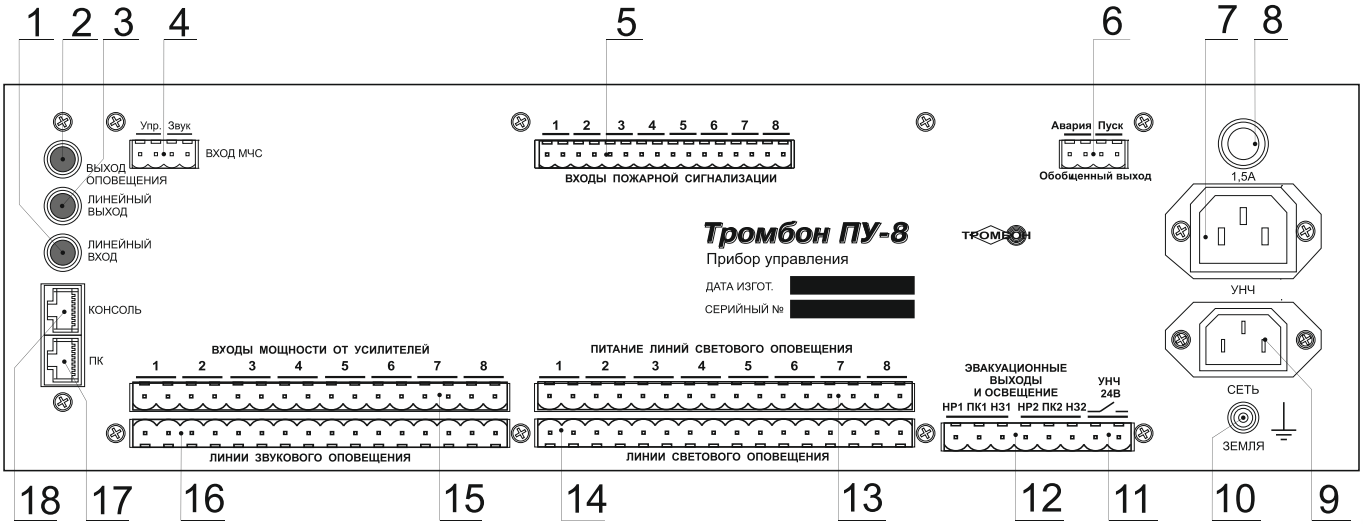

Рис. 2. Прибор управления «Тромбон ПУ-8», вид со стороны задней панели.
Прибор «Тромбон ПУ-8» имеет 8 входов пожарной сигнализации (рис. 2, поз. 5) для подключения к выходам ППКП (прибора приемного контрольного пожарного). Выходы ППКП могут быть релейным или типа «открытый коллектор».
5.4.2. Цифровое подключение к сопряженной комплексной системе безопасности через последовательный порт «ПК» с интерфейсом RS485 (рис. 2 поз. 17). Подключение выполняется кабелем «Витая пара». Назначение контактов последовательного порта «ПК» приведено в Приложении 3.
Прибор имеет специальный «ВХОД МЧС» (рис. 2, поз. 4). Вход предназначен для стыковки с блоком централизованного запуска системы оповещения МЧС (БЦЗ системы П-166 или аналогичными). Вход выполнен в виде 4-х контактного разъема. Контакты «Упр.» данного разъема – это логический вход
Для подключения удаленных консолей предназначен специальный порт «КОНСОЛЬ» (рис. 2, поз. 18). Порт выполнен в виде 8 - контактного разъема типа RJ45. К нему можно подключать до 8-и адресных удаленные консоли типа «Тромбон УК».
- Разъем «ЛИНЕЙНЫЙ ВХОД» (рис. 2, поз. 1) предназначен для подключения к прибору источника музыкальных программ. Вход стереофонический, используется только в режиме звукового вещания. Максимальное входное напряжение сигнала на данном входе – 250 мВ.
- Разъем «ВЫХОД ОПОВЕЩЕНИЯ» (рис. 2, поз. 2) предназначен для подключения звуковых сигналов от прибора к входу «Оповещения» усилителя мощности. Сопротивление входа усилителя должно быть не менее 600 Ом. Максимальное напряжение звукового сигнала на данном выходе прибора – не более 250 мВ. Схема подключения к усилителю мощности приведена в Приложении 6.
- Разъем «ЛИНЕЙНЫЙ ВЫХОД» (рис. 2, поз. 3) предназначен для подключения стереофонических звуковых сигналов от прибора к входам усилителей мощности. Выход используется при необходимости реализации на объекте стереофонического вещания, например, для озвучивания кафе. Напряжение звукового сигнала на данном выходе не более 250 мВ.
- Разъем «ЛИНИИ ЗВУКОВОГО ОПОВЕЩЕНИЯ» (рис. 2, поз. 16) предназначен для подключения линий связи со звуковыми оповещателями. Всего прибор имеет выходы для подключения восьми линий связи со звуковыми оповещателями с обеспечением контроля исправности. Контроль исправности может быть отключен программно. Схема подключения линий звукового оповещения к прибору управления «Тромбон ПУ-8» приведена в Приложении 6.
- Разъем «ВХОД МОЩНОСТИ ОТ УСИЛИТЕЛЕЙ» (рис. 2, поз.15) предназначен для подключения звуковых сигналов с выходов усилителей мощности. У прибора имеется 8 независимых входов (по одному для каждой зоны). К данным входам прибора допускается подключение усилителей мощности с выходными напряжениями от 15 до 240 В, в зависимости от характеристик выбранных звуковых оповещателей. Прибор позволяет использовать для разных зон разные усилители, а также выходы усилителя с разными напряжениями. Схема подключения линий звукового оповещения и выходов усилителей мощности к прибору управления «Тромбон ПУ-8» приведена в Приложении 6.
- Разъем «ВХОД ПИТАНИЯ ЛИНИЙ СВЕТОВОГО ОПОВЕЩЕНИЯ» (рис. 2, поз. 13) предназначен для подключения источников питания световых оповещателей. В приборе допускается использование для разных линий оповещения источников питания с разными напряжениями от 12 В до 220В, в зависимости от выбранных типов световых оповещателей. Схема подключения источников питания и световых оповещателей к ПУ приведена в Приложении 7.
- Разъемы «Линии светового оповещения» (рис. 2, поз. 14) предназначен для подключения линий связи со световыми оповещателями. Прибор обеспечивает контроль исправности линий связи. Контроль исправности может быть отключен программно. Схема включения линий светового оповещения приведена в Приложении 7.
5.10. Подключение эвакуационного освещения и замков эвакуационных выходов выполняется через разъем «ЭВАКУАЦИОННЫЕ ВЫХОДЫ И ОСВЕЩЕНИЕ» (рис. 2, поз. 12).
5.11. Разъем «Обобщенный выход» «Авария» и «Пуск» (рис. 2, поз. 6). На данный разъем выведены контакты двух реле. Контакты реле «Авария» замыкаются при обнаружении в системе оповещения неисправностей. Контакты реле «Пуск» замыкаются в режимах «Тревога», «Экстренный запуск» или «Трансляция МЧС».
5.12. Клемма «ЗЕМЛЯ» (рис. 2, поз. 10) предназначена для подключения прибора к контуру заземления здания.
5.13. Разъем «СЕТЬ» (рис. 2, поз 9) предназначен для подключения прибора к сети питания переменного тока 220-230 В 50 Гц.
5.14. Разъем «УНЧ» (рис. 2, поз. 7) предназначен для подключения питания 220-230 В на усилитель мощности. Напряжение на этом разъеме появляется при переходе прибора из «Дежурного режима» в режимы «Тревога», «Экстренный запуск», «Трансляция МЧС», «Звуковое вещание» или «Звуковое вещание от удаленной консоли». В зависимости от мощности и количества усилителей в системе оповещения подключение питания к ним возможно двумя способами:
5.15. Подключение резервного питания 24 В на усилитель мощности выполняется через разъем «Питание УНЧ 24В» (рис. 2, поз. 11). Контакты этого разъема замыкаются через реле при переходе прибора из «Дежурного режима» в режимы «Тревога», «Экстренный запуск», «Трансляция МЧС» или «Звуковое вещание от удаленной консоли». Для режима «Звуковое вещание» использование источников резервного питания 24 В не предусмотрено. Схема управления питанием одного усилителя мощности с одним блоком резервного питания приведена в Приложении 9. Схема управления питанием нескольких усилителей мощности с несколькими блоками резервного питания приведена в Приложении 10.
Звуковые сигналы, подаваемые на «ЛИНЕЙНЫЙ ВХОД» прибора (рис. 2, поз 1), коммутируются на: «ВЫХОД ОПОВЕЩЕНИЯ» и «ЛИНЕЙНЫЙ ВЫХОД» (рис. 2, поз 2, 3).
1) обнаружении «Командного сигнала» от ППКП (замыкания) на любом из «ВХОДОВ ПОЖАРНОЙ СИГНАЛИЗАЦИИ» прибора (рис. 2, поз 5);
2) поступлением «Командного сигнала» от ППКП или сопряженной с прибором комплексной системы безопасности через последовательный порт «ПК» (специальная команда с информацией о возгорании в конкретной зоне) (рис. 2, поз. 17);